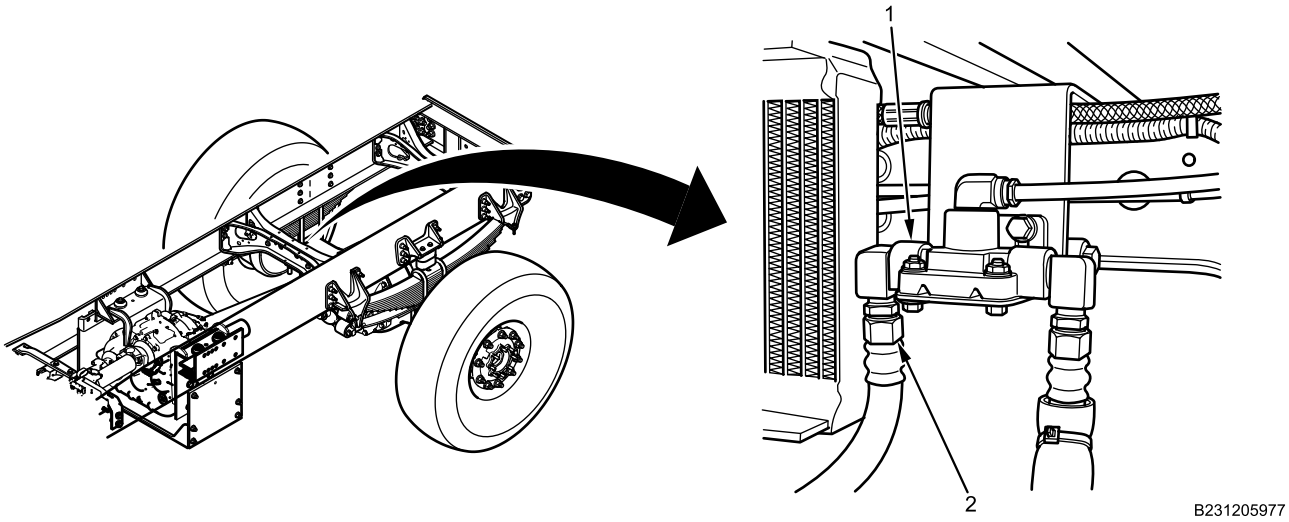

Figure 2. Air Line Hose.
3. Remove air line hose (Figure 2, Item 2) from air line connector (Figure 2, Item 1).